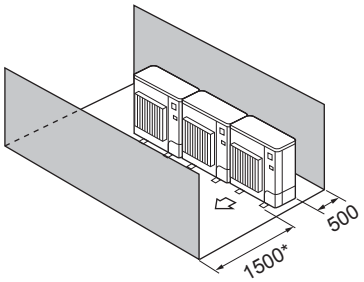

Fig. 2-11
④ Окружающие предметы - только спереди и сзади (Fig. 2-11)